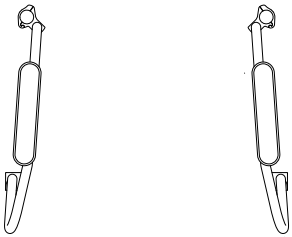

fig. 13
5. Positionnez les colliers de fixation plutôt vers l'intérieur pour réduire la largeur d'assise arrière (fig. 13).